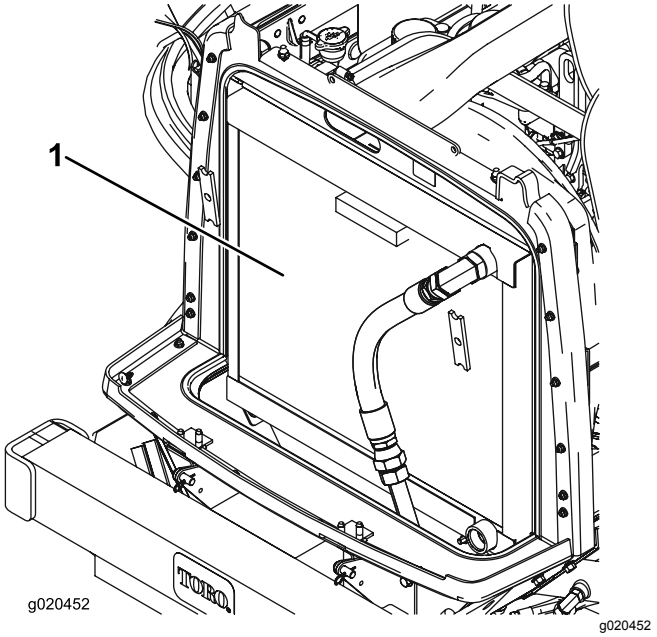

Figur 93
2. Rengør begge sider af køler-/oliekøleområdet (Figur 93) grundigt med trykluft. Begynd fra ventilatorsiden og blæs snavs ud mod bagsiden. Rengør dernæst fra bagsiden og blæs mod forenden. Gentag proceduren adskillige gange, indtil snavs og avner er fjernet.